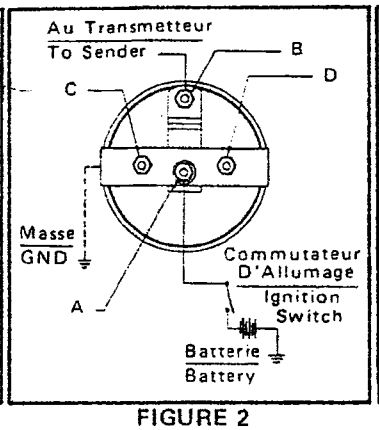

FIGURE 2
2. Si la jauge a QUATRE BORNES: (A) pour raccordement au commutateur d'allumage, (B) pour raccordement au transmetteur, l'une ou l'autre des bornes (C) et (D) peut être utilisée pour raccordement à la masse (et fixation du support du nécessaire d'éclairage 366-CH, si l'éclairage de la jauge est désiré). Voir Figure 2.
NOTE: Les jauges á thermo-macanismes (Fig. 2) exigent une bréve période de chauffage avant d'indiquer avec exactitude la fonction mesurée.
2. If gauge has FOUR TERMINALS: (A) for wire to ignition, (B) for wire to sending unit, (C) and (D) either stud may be used for wire to ground (and for Lighting Kit 366-CH bracket, if lighting is desired). See Figure 2.
NOTE: Thermal type gauge mechanisms (Fig. 2) require a brief warmup period before accurately indicating monitored function.